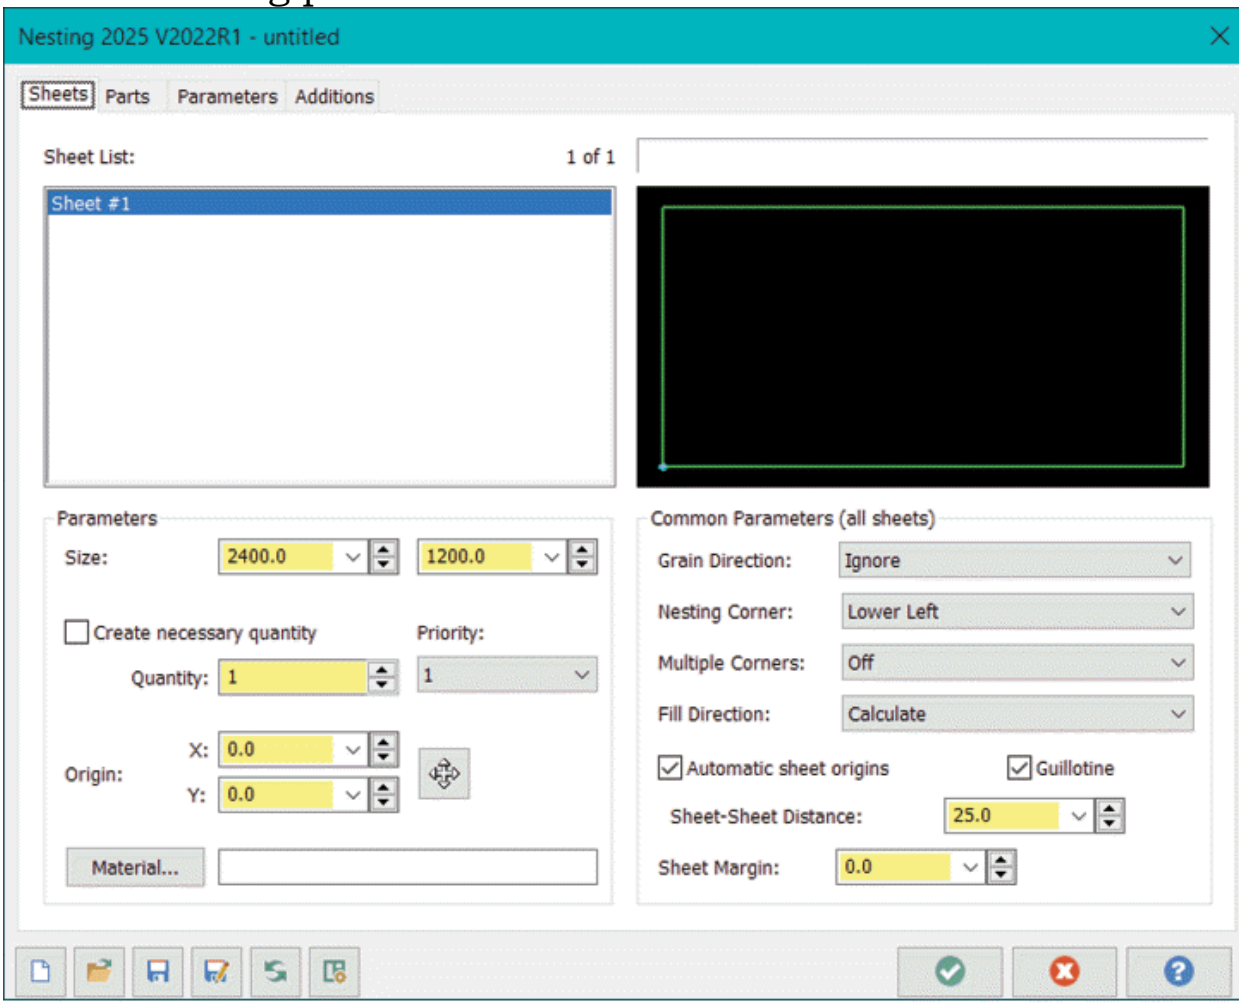

Figure-33. Nesting dialog box
- Click on the **Nesting** tool from the **Utilities** panel in the **Toolpaths** tab of the **Ribbon**. The **Nesting** dialog box will be displayed; refer to Figure-33. By default, the **Sheets** tab is selected in the dialog box. The options of this tab are discussed next.